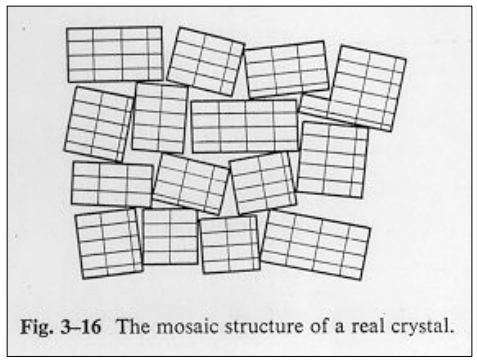

Fig. 3–16 The mosaic structure of a real crystal.
**Fig. 3–18** Comparative x-ray scattering by crystalline solids, amorphous solids, liquids, and monatomic gases (schematic). The three vertical scales are not equal.